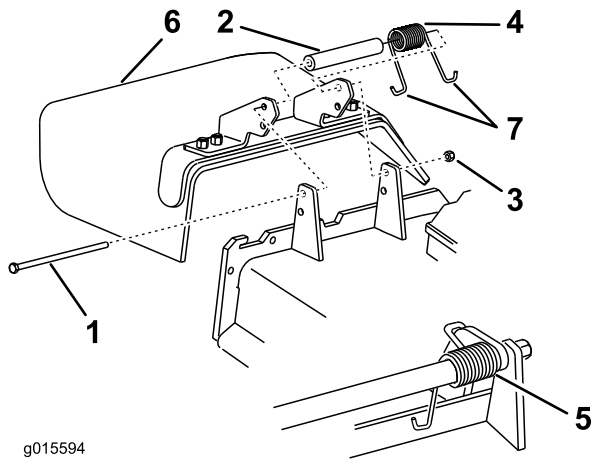

**Figur 90**
1. Fjern låsemutteren, bolten, fjæren og avstandsstykket som holder avlederen festet til svingbrakettene (Figur 90). Fjern den skadde eller slitte gressavlederen.
**Merk:** Påse at én **J**-enden av fjæren er montert bak enhetskanten før du monterer bolten som vist i Figur 90.
3. Monter bolt og mutter. Plasser én **J**-krokenden av fjæren rundt gressavlederen (Figur 90).